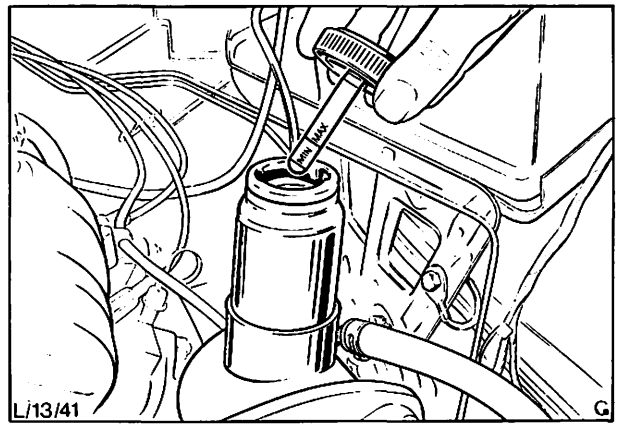

Abb. 13 Meßstab – Vorratsbehälter
1. Hydraulikölstand im Vorratsbehälter prüfen: Einfüllkappe des Behälters, Abb. 13, entfernen. Meßstab mit einem flusenfreien Tuch abwischen und Kappe wieder aufsetzen. Einfüllkappe erneut entfernen und Ölstand ablesen. Falls erforderlich mit Hydrauliköl (Spezifikation siehe Technische Daten) nachfüllen.